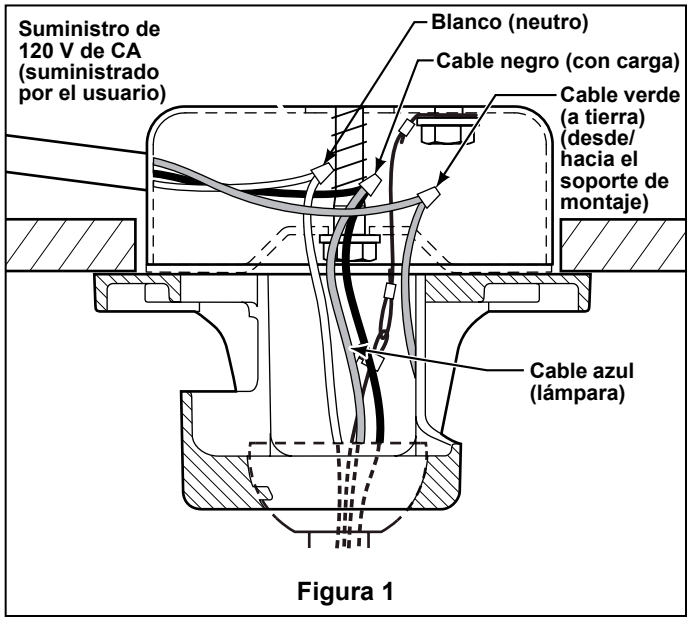

Figura 1
3. Conecte el cable blanco del motor del ventilador al cable de suministro blanco (neutro) con el conector de cables suministrado (Figura 1).
4. Conecte el cable negro del motor del ventilador y el cable azul al cable de suministro negro con el conector de cables suministrado (Figura 1).